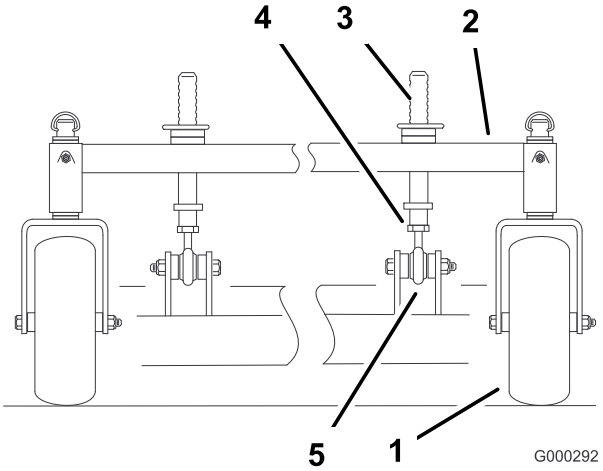

Figur 57
1. De främre klipphöjdsstavarna kan justeras för att ändra lutningen framåt-bakåt (Figur 57).
2. Höj däckets främre del genom att lossa på kontramuttern och rotera den främre pinnen medurs (Figur 57).
3. Sänk däckets främre del genom att lossa på kontramuttern och rotera den främre pinnen moturs (Figur 57).
6. Dra åt kontramuttrarna (Figur 57).